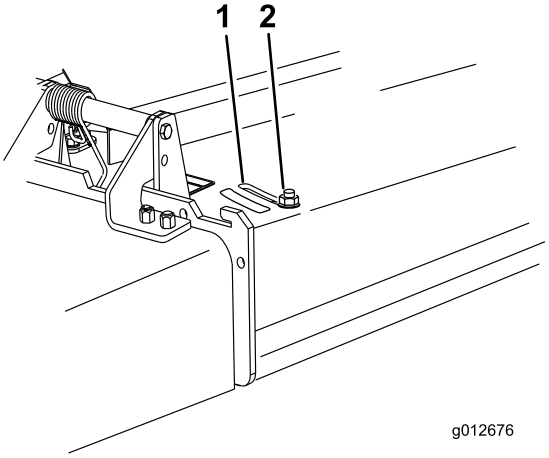

Figura 29
3. Per regolare il deflettore, allentate il dado (Figura 29).